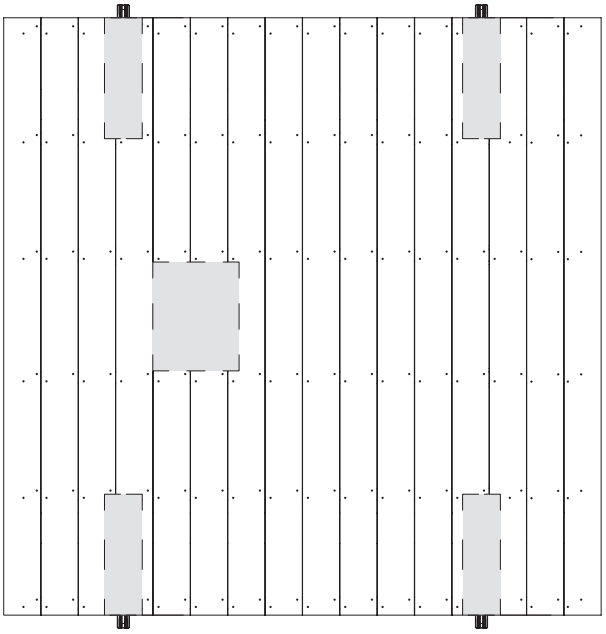

Abb. B2.14
4. Restliche Bohlen in gleicher Weise befestigen (Abb. B2.14).
- Beim Zuschnitt der Bohlen die Ausschnitte für die Luken berücksichtigen (Abb. B2.14).